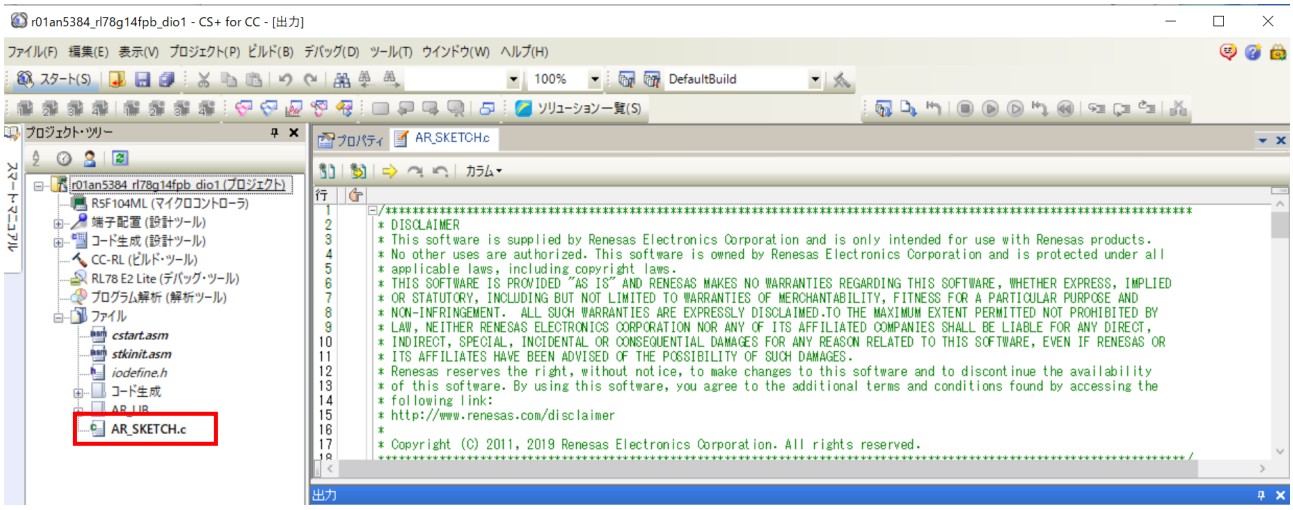

図 3.2　プロジェクト起動後の画面 (CS+の場合)
「(1) CS+の準備作業」のユーザ名変更が正しく設定されていると、図 3.2 のようにプロジェクト起動時に Arduino プログラム (スケッチ) である「AR_SKETCH.c」がプロジェクト・ツリーの一番下に表示され、「AR_SKETCH.c」の内容が表示されます。